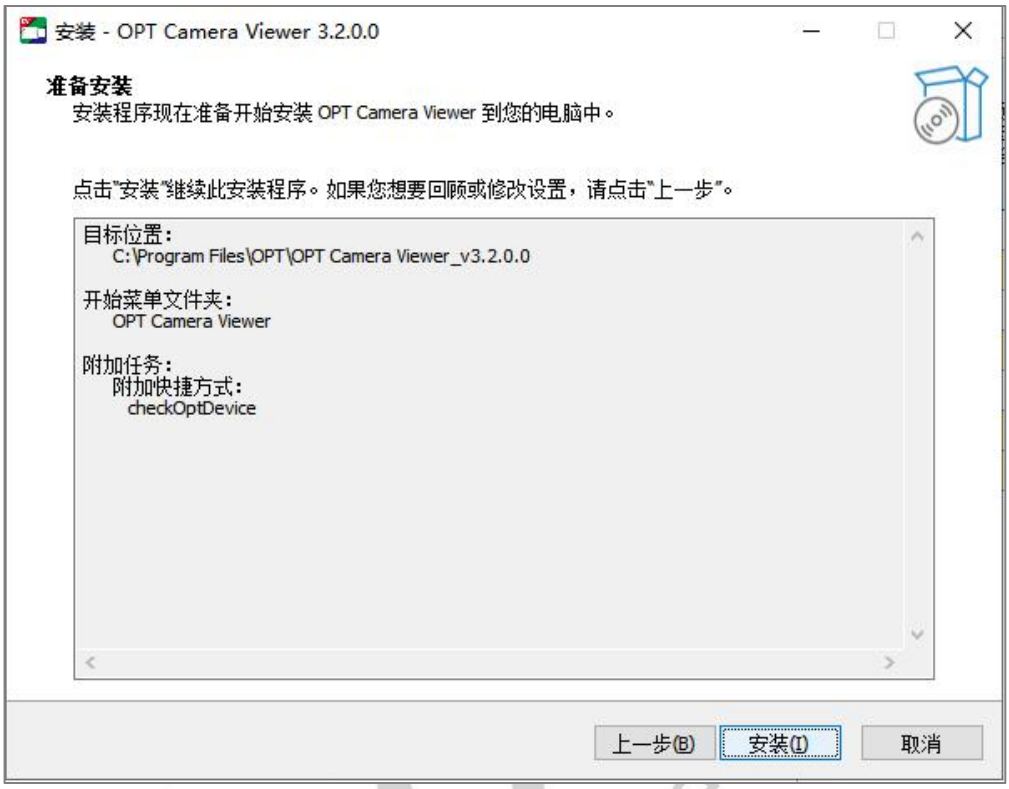

图 3-5 准备安装窗口
6. 进入准备安装窗口如图 3-5 所示，点击下一步，继续安装流程。